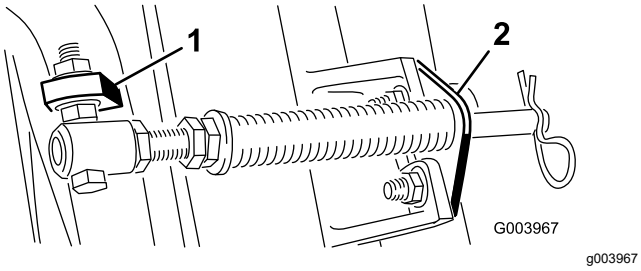

Figure 5
D. Montez le support de tige sur les pattes de l'unité de coupe à l'aide des boulons de carrosserie et des écrous (Figure 5).